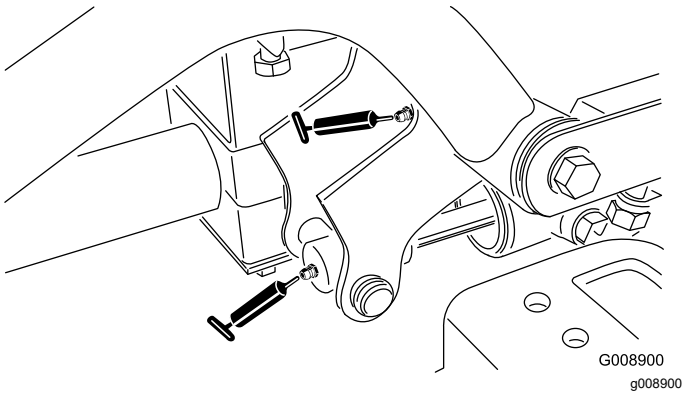

Figur 62
- Forreste højre løftearms drejetap og løftecylinder (2 fittings – Figur 62)